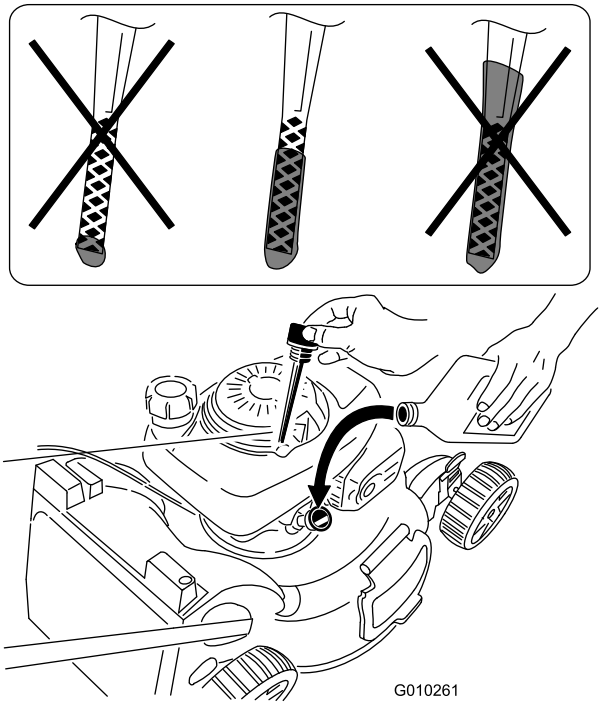

Figur 13
1. Fjern peilestaven, tørk den ren og sett den i oljepåfyllingshalsen, **men ikke skru den inn** (Figur 13).
2. Ta ut peilestaven, og kontroller oljenivået (Figur 13).
Hvis det ikke er olje på peilestaven, hell olje **sakte** i oljepåfyllingsrøret, og kontroller nivået jevnlig med peilestaven til den indikerer at motoren er full som illustrert i Figur 13. **Fyll ikke på for mye.** (Maks. påfyll: 0,55 l, type: rensende SAE 30-olje med API-serviceklassifisering SH, SJ, SL eller høyere.)